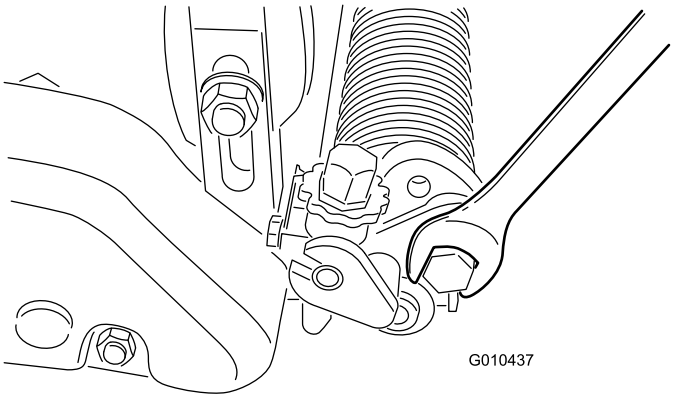

Figura 23
A. Desaperte os parafusos nos braços direito e esquerdo do rastelo (Figura 23).